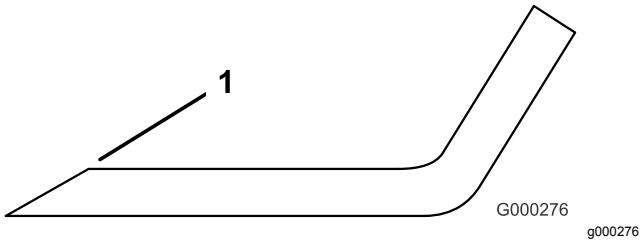

Figur 93
1. Anvend en fil til at slibe begge ender af skærekniven (Figur 93).